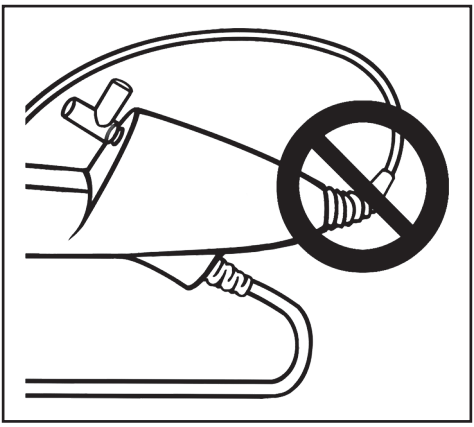

Afbeelding 5. NIET SCHERP BUIGEN
- De ureteroscoop bevat een trekontlasting bij de overgang van de handgreep naar de schacht. Door deze trekontlasting wordt het hulpmiddel tijdens het gebruik beschermd. Buig de schacht niet scherp (afbeelding 5), om schade aan de schacht en/of de lichtvezel te voorkomen.